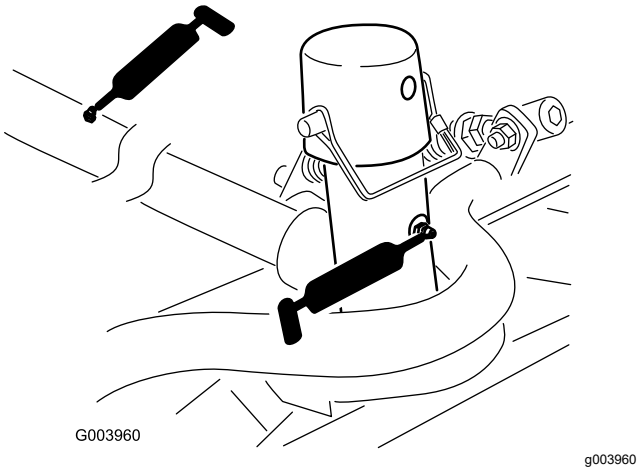

Rysunek 78
- Rama nośna zespołu tnącego i przegub (po 2 szt.) (Rysunek 78)